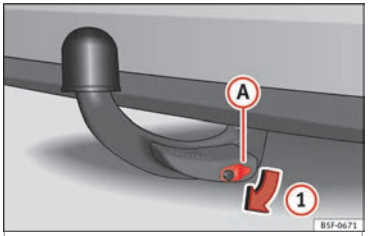

Fig. 221 Retirar la tapa de la cerradura
- Extraiga la tapa (A) de la cerradura en el sentido de la flecha (1) ››› **fig. 221**.